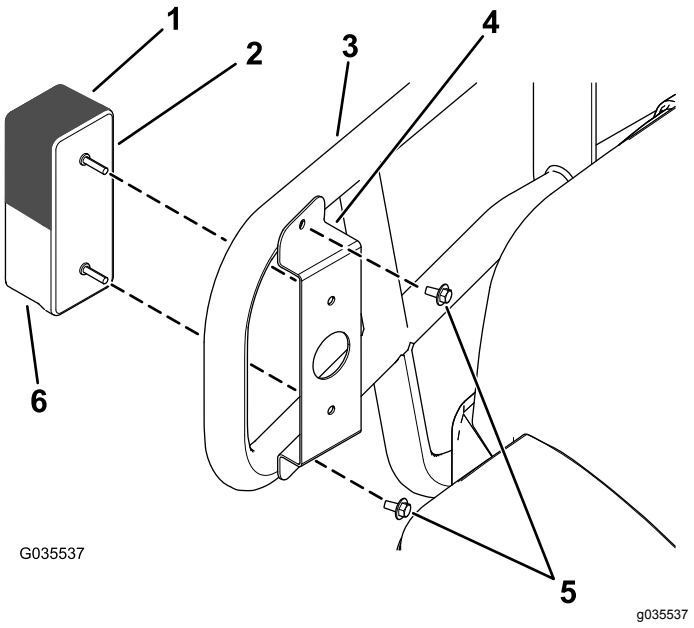

Figure 3
2. Install the front position/signal light to the brush guard using the front bracket and the previously removed 2 self-tapping screws (1/4 x 1/2 inch) as shown in Figure 3.
Note: Ensure that the amber lens (signal light) is positioned on top of the clear lens (position light) as shown in Figure 3.